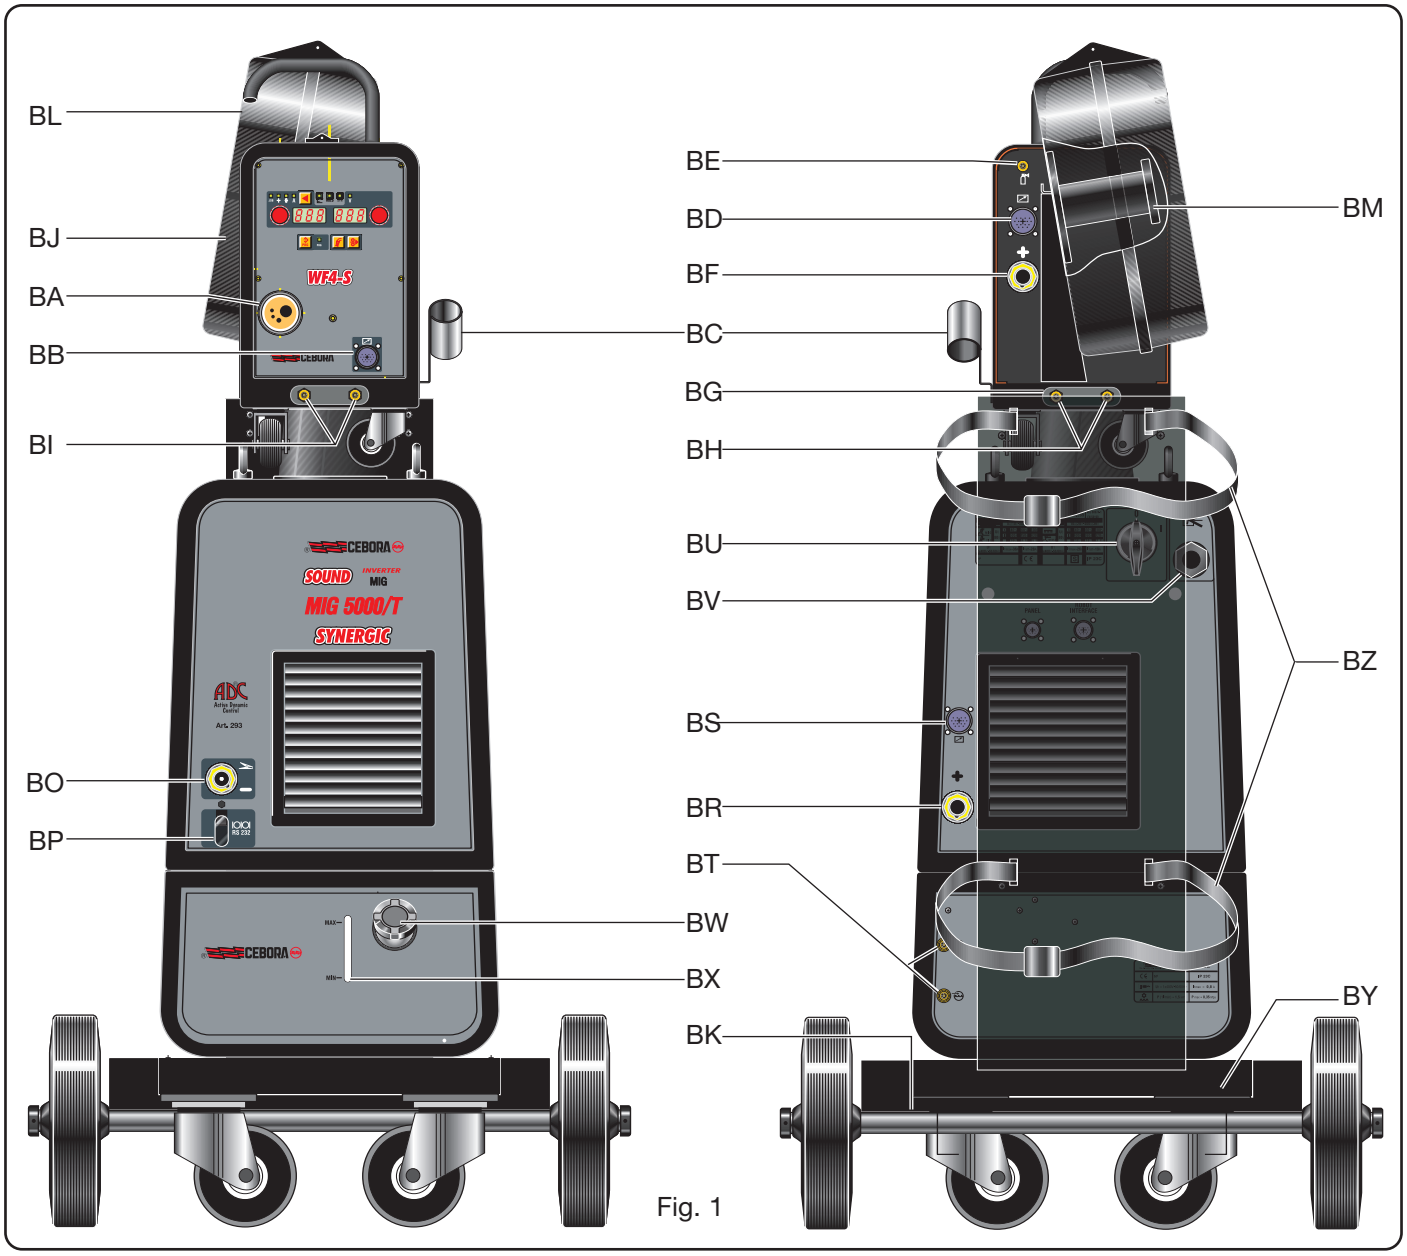

Fig. 1
2.1.2 Beschrijving van de stroombron (Fig. 1)
2.2.1 Beschrijving van de draadaanvoerunit (Fig. 1)
2.3.3 BESCHRIJVING VAN DE WATERKOELUNIT (Fig. 1)
2.4 VERRIJDBAAR ONDERSTEL (Fig. 1)